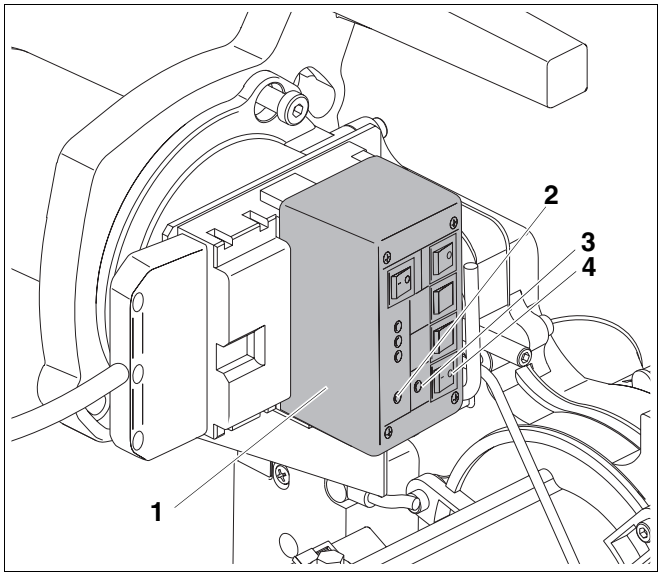

Fig. 12 Sfiato della tubazione gasolio con tester bruciatore
– Tester bruciatore (fig. 12, **pos. 1**; accessorio) – se si prevede che l'aspirazione del gasolio avvenga attraverso la relativa pompa montata sul bruciatore.
Qui di seguito è descritta la disaerazione della conduttura del gasolio con il tester del bruciatore (fig. 12, **pos. 1**).
- Inserire il tester del bruciatore (fig. 12, **pos. 1**) nella basetta libera.
- Accendere l'interruttore d'esercizio dell'apparecchio di regolazione. Il LED (rosso) lampeggia (fig. 12, **pos. 2**).
- Accendere il tester del bruciatore mediante l'interruttore di esercizio (fig. 12, **pos. 4**). I due LED (rosso e verde) lampeggiano (fig. 12, **pos. 2** e **3**).